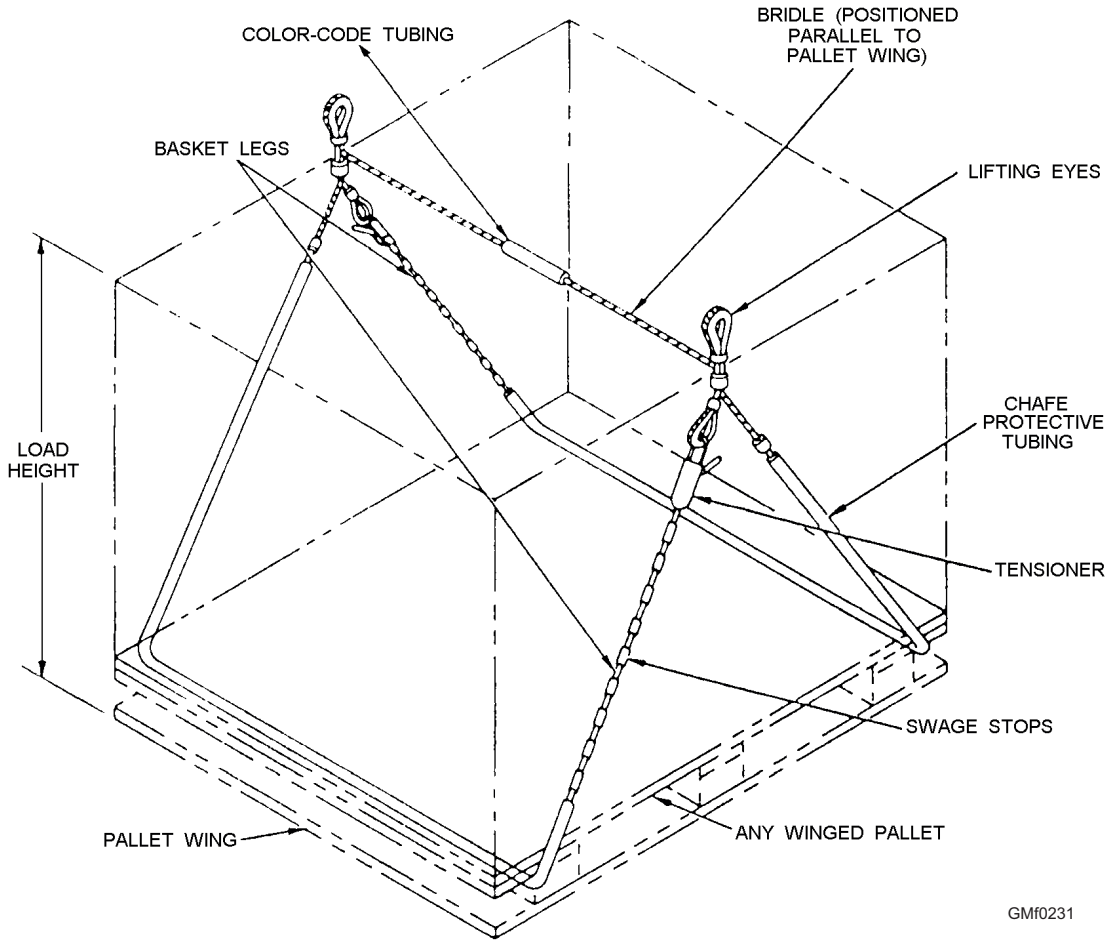

**Figure 2-31.—Adjustable pallet sling.**
**SLINGS**.—Bulk ammunition is most often moved in palletized loads. Slings are used to facilitate the movement of these standard size loads by helicopter and underway replenishment. Aboard ship you will find a wide variety of slings for moving ammunition. The slings most commonly used for moving gun ammunition are the Mks 85, 86, 87, and 100. All of these are size variations of the same type of adjustable sling (fig. 2-31). These slings are adjustable for different heights of pallets. The different versions are easily identified by the color-coded tubing attached to the cross bridal.